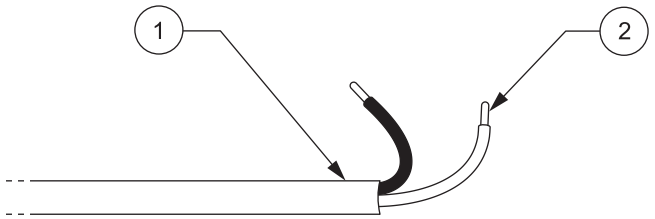

Figure 5 Relay Cable
4. Strip the insulation on the cable back 1 inch. Strip ¼ inch of each individual wire end (see Figure 5 on page 6).